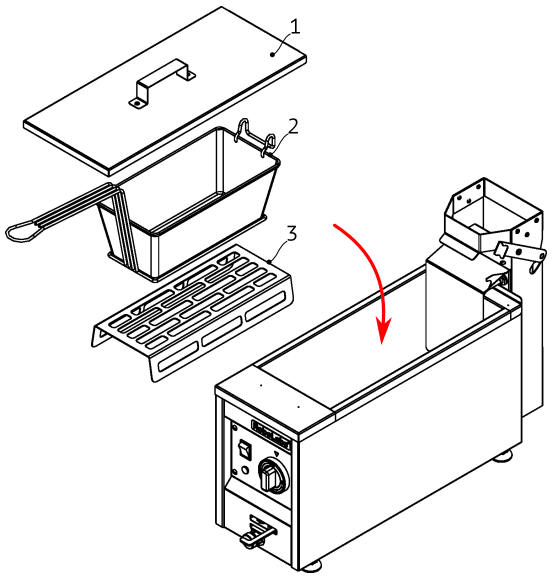

Рисунок 2
Ванна для масла 11, в которой происходит жарка продукта. В ванне находятся нагревательные элементы 9, нагревающие масло до рабочей температуры. Нагревательные элементы закрыты защитной решёткой (поз.3 Рис.2).
5. Установите решётку защитную 3 внутрь ванны поверх нагревательных элементов, см. Рис. 2.